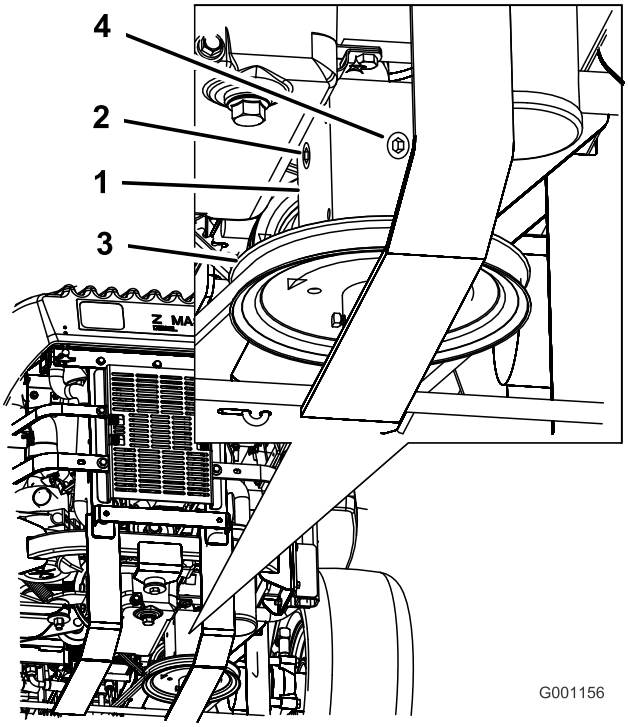

**Figur 51**
4. Fjern proppen på siden af eller bag på gearkassen (Figur 51).